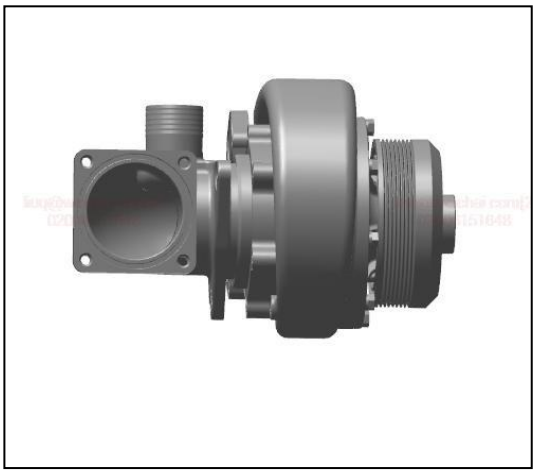

Figure 21 - Coolant pump inlet port
- During installation, add proper O-ring sealing in the cooling system pipes. As figure 21, the O-ring should be arranged in the flange before connecting pipe with coolant pump inlet.